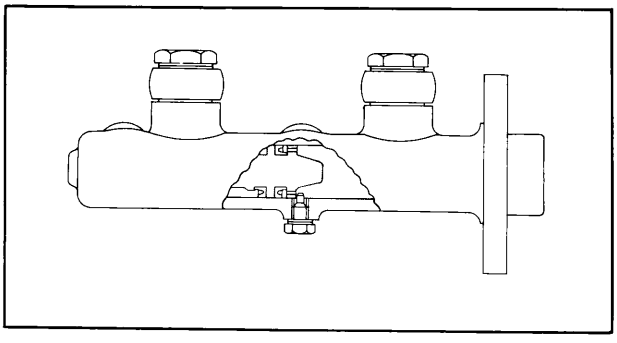

Fig. 11–12 Installing set bolt
3. Fit the secondary cup and primary cup onto the secondary piston as shown in Fig. 11–11.
5. Fit the primary cup and secondary cup onto the primary piston as shown in Fig. 11–12.